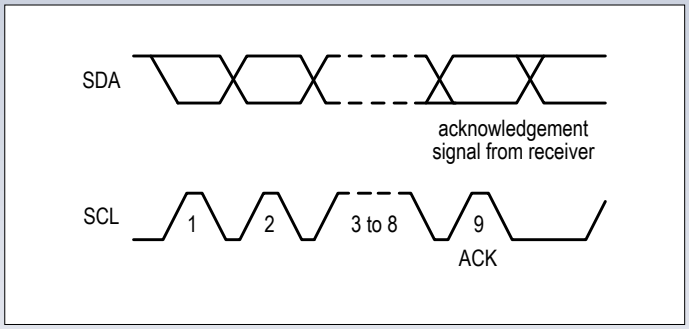

Bild 6. Übertragung eines Datenbits.
3. Nach der Adresse werden im SCL-Takt des Masters die Nutzdaten übertragen, immer byteweise mit dem höchstwertigen Bit (MSB) zuerst (**Bild 6**). Wenn das Schreib-/Lese-Bit im Adressbyte „1“ war, erwartet der Master, dass der Slave die Datenbits rechtzeitig auf SDA legt, bevor er selber den Takt-Impuls auf SCL erzeugt. War das Schreib-/Lesebit dagegen „0“, legt der Master selber erst die Datenbits auf SDA, um dann auch den Takt-Impuls zu erzeugen. Jedes Byte (auch das Byte, das die Adresse und das Schreib-/Lese-Bit enthält) muss vom jeweiligen Empfänger mit einem neunten Bit quittiert werden. LOW steht für eine positive Quittung (ACK), HIGH für eine negative (NACK). Ein NACK bedeutet übrigens nicht, dass die Übertragung oder die Daten fehlerhaft waren, sondern nur, dass das quittierte Byte das letzte der Übertragung war. Beim Adressbyte zeigt das Fehlen des ACK an, dass kein Slave die Adresse erkannt hat oder dass die Kombination aus Adresse und Schreib-/Lesebit ungültig ist.